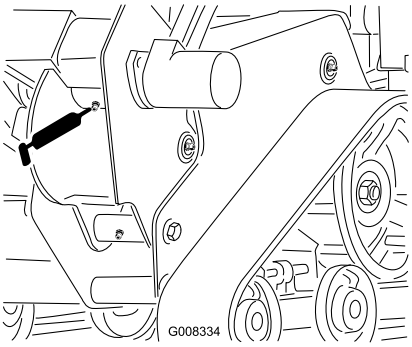

Bild 31
2. Reinigen Sie die Schmiernippel des Grabenziehergehäuses mit einem Lappen und setzen Sie eine Fettpresse auf (Bild 31).